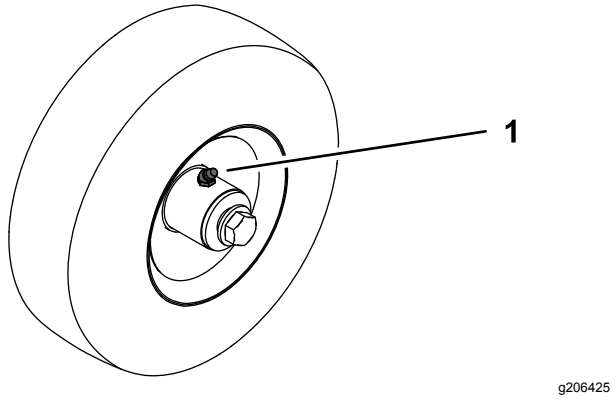

Figure 21
2. Raccordez un pistolet de graissage aux graisseurs et injectez de la graisse dans les graisseurs sur l'essieu (Figure 20) et les roulettes (Figure 21) jusqu'à ce qu'elle commence à suinter des roulements.